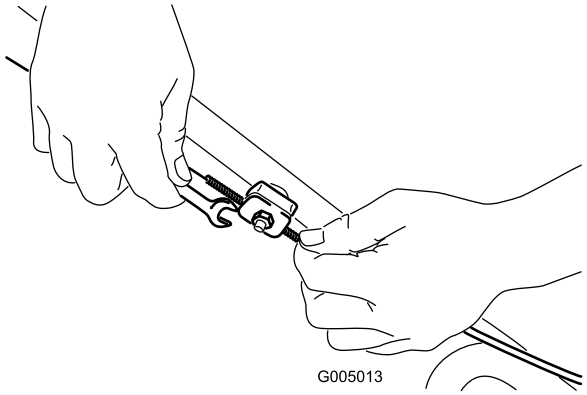

Bild 28
1. Lösen Sie die Kabelstützenmutter (Bild 28).